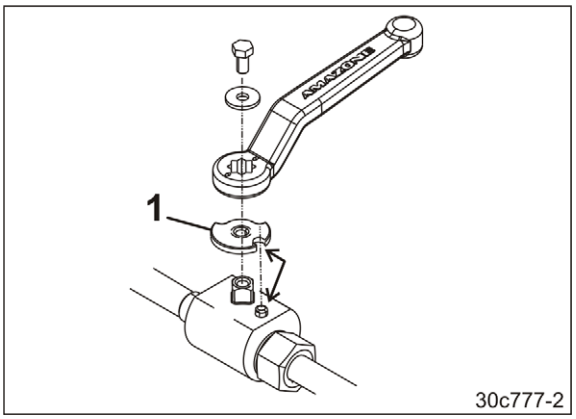

Fig. 19
6. Das Sicherungsblech (Fig. 19/1) montieren.
Die runde Aussparung des Sicherungsringes (Fig. 19/1) auf den Stift stecken (siehe Pfeil).